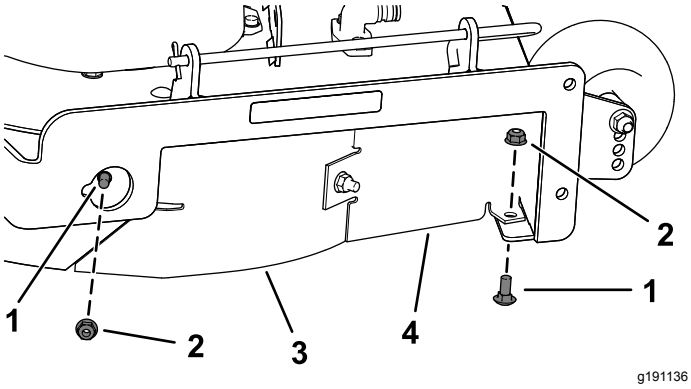

Figur 13
7. Fjern de to bræddebolte (5/16 x 3/4 tomme) og to låsemøtrikker (5/16 tomme), der fastgør den samlede højre afskærmning og kværnafskærmning på plæneklipperskjoldet (Figur 13).